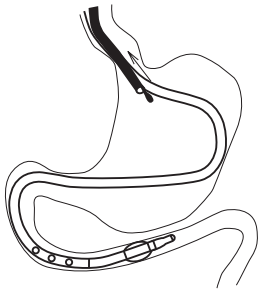

図22
4. 十二指腸下行脚に本品が挿入されたら、スネアを本品より外して内視鏡を抜去する。この時、チューブが一緒に抜けてしまうことがあるので、X線透視下で確認しながら丁寧に行うこと（**図22**）。（またバルーン部位が幽門輪の肛門側に到達してから、バルーンを少し膨らませて内視鏡を抜去する方法もある。）